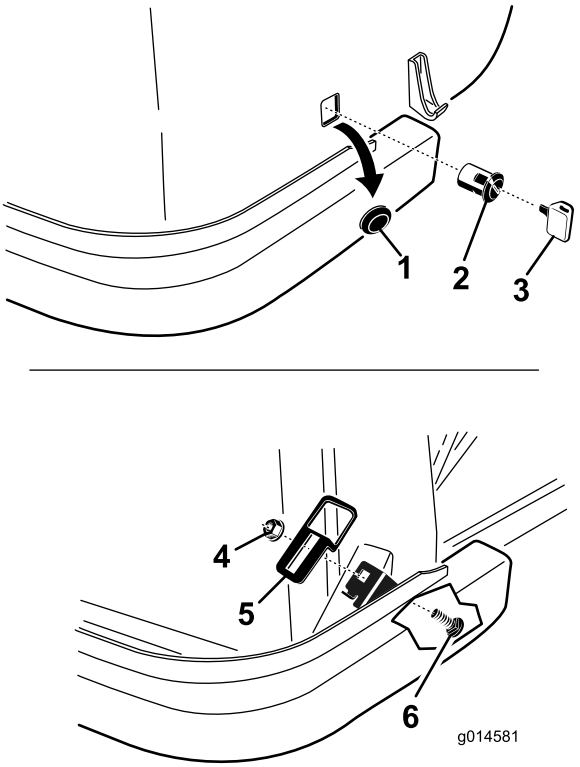

Figuur 2
2. Verwijder de plug uit de vierkante opening aan de rechterkant van de motorkap. Gooi de plug weg (Figuur 2).
6. Zoek de vierkante opening in het vlak aan de rechterkant van het framegedeelte. Monteer de vergrendelplaat op het vlak met een stelschroef en flensmoer. Plaats de vergrendelplaat zoals wordt getoond in Figuur 2.